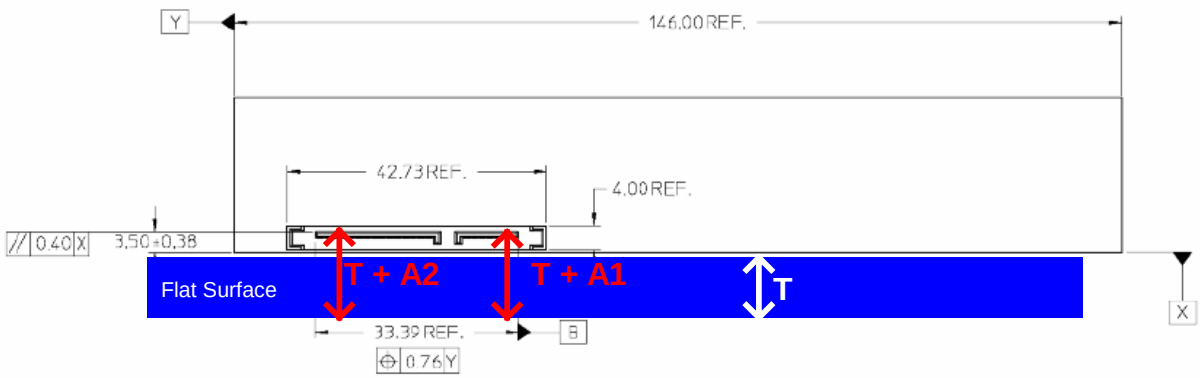

Figure 4
3. At the rightmost part of the plug (see Figure 4), measure the distance from the top of the tongue of the SATA plug to the bottom of the flat surface. Record this value as *T+A1*.
4. At the leftmost part of the plug (see Figure 4), measure the distance from the top of the tongue of the SATA plug to the bottom of the flat surface. Record this value as *T+A2*.